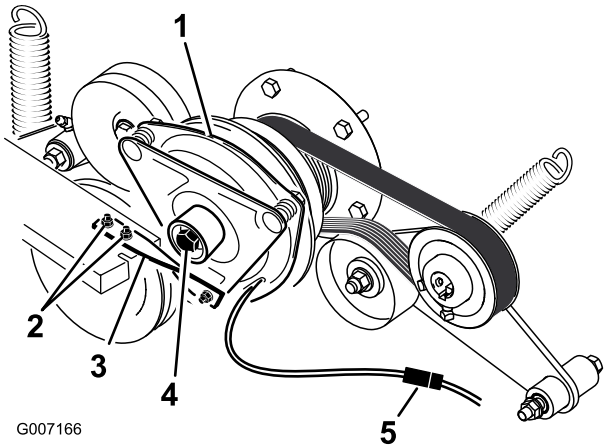

Rysunek 62
5. Odłącz złącze elektryczne sprzęgła (Rysunek 62).
6. Odkręć śruby mocujące gumowy pasek sprzęgła do ramy kosiarki (Rysunek 62).
7. Odkręć śrubę środkową mocującą sprzęgło do wału silnika, a następnie wyjmij sprzęgło i klucz (Rysunek 62).
14. Trzymając wał korbowy z tyłu maszyny, zamontuj śrubę środkową i dokręć ją momentem o wartości 68 Nm (Rysunek 62).
15. Zamocuj gumowy pasek sprzęgła do ramy kosiarki za pomocą wcześniej odkręconych śrub i nakrętek (Rysunek 62).
17. Podłącz złącze elektryczne sprzęgła (Rysunek 62).